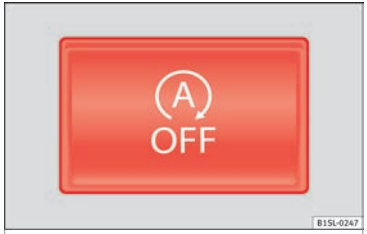

Fig. 158 At the top of the centre console: Start-Stop system button
- Press the button situated in the centre console »» Fig. 158.